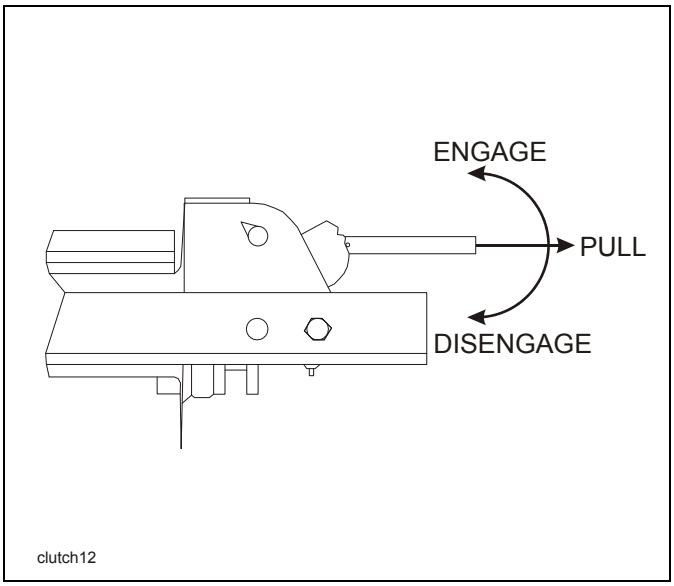

Figure 3-10: 12,000# Winch Manual Clutch
1. The WINCH CLUTCH HANDLE **(See Figures 3-10 and 3-11)** is located on the right or curb-side end of the winch assembly.